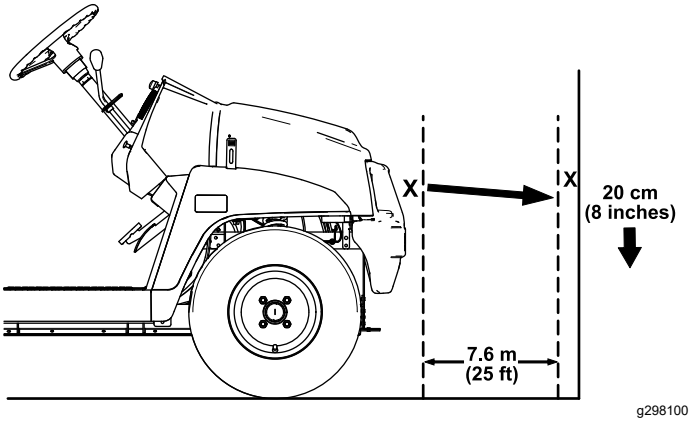

**Figur 44**
1. Parker maskinen på en plan overflade med forlygterne ca. 7,6 m fra en væg (Figur 44).
Den stærkeste del af forlygtens lysstråle skal være 20 cm under det mærke, der er sat på væggen (Figur 44).